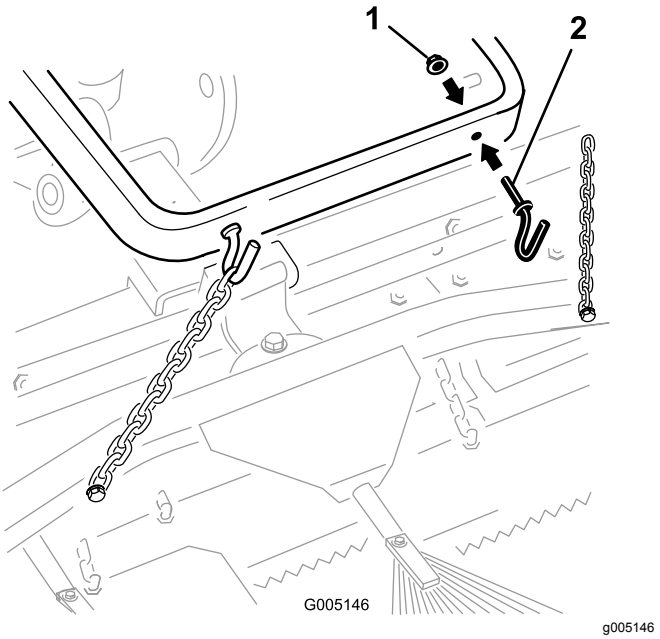

Bild 5
A. Montieren Sie zwei Haken mit zwei Muttern(3/8“) hinten am Hubarm (Bild 5). Befestigen Sie die Ketten mit der gewünschten Länge an den Haken.